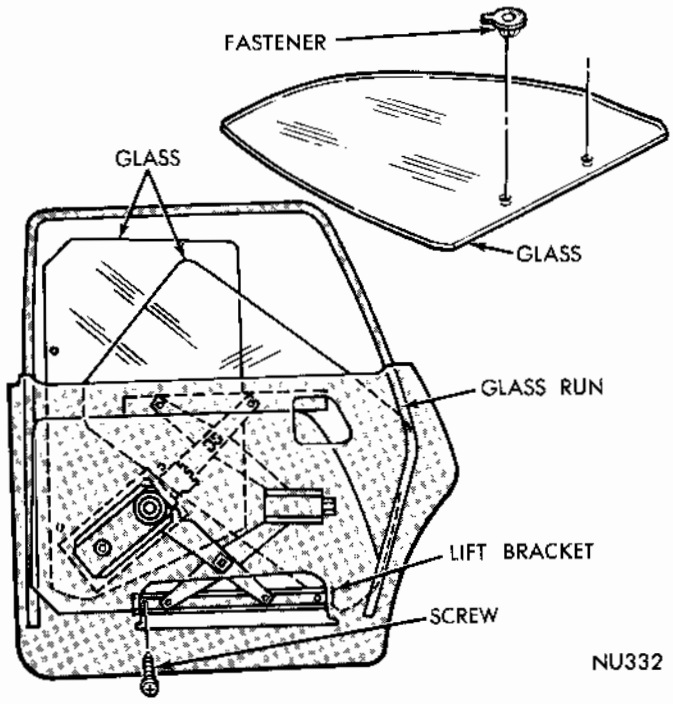

Fig. 20 - Glass Replacement
(1) Remove lift channel to door glass fastener screws.
(2) Rotate front edge of glass rearward and up to disengage ends of glass from run channels.
(3) Lift glass assembly out of door.
(4) Remove lift fasteners from glass (Fig. 20).
(1) Position lift fasteners into glass from glass inner surface (Fig. 20).
(2) With bottom of glass in forward position, lower glass into door.
(3) Rotate front edge of glass forward and down, engaging glass ends into the front and rear glass runs.
(4) Align glass fasteners with holes in lift channel and secure with screws.